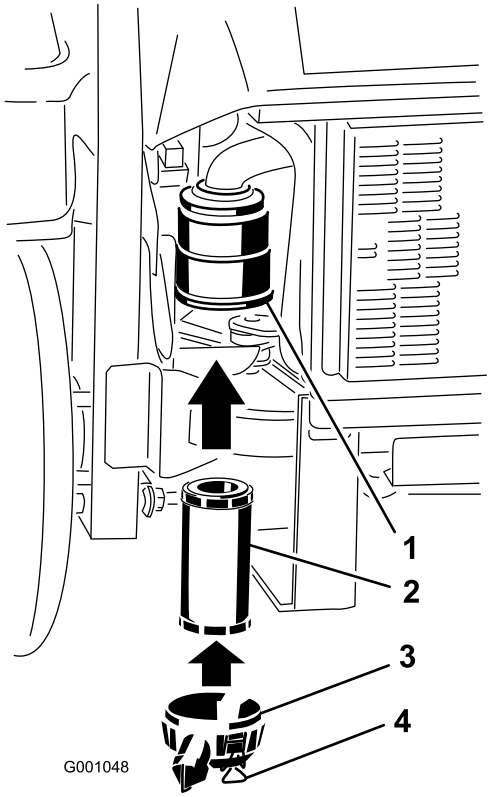

Rysunek 44
2. Ostrożnie wsuń filtr do obudowy filtra (Rysunek 44). Upewnij się, że został prawidłowo osadzony, naciskając zewnętrzną krawędź filtra podczas montażu.
3. Załóż pokrywę filtra powietrza i zamocuj za pomocą zaczepów (Rysunek 44).